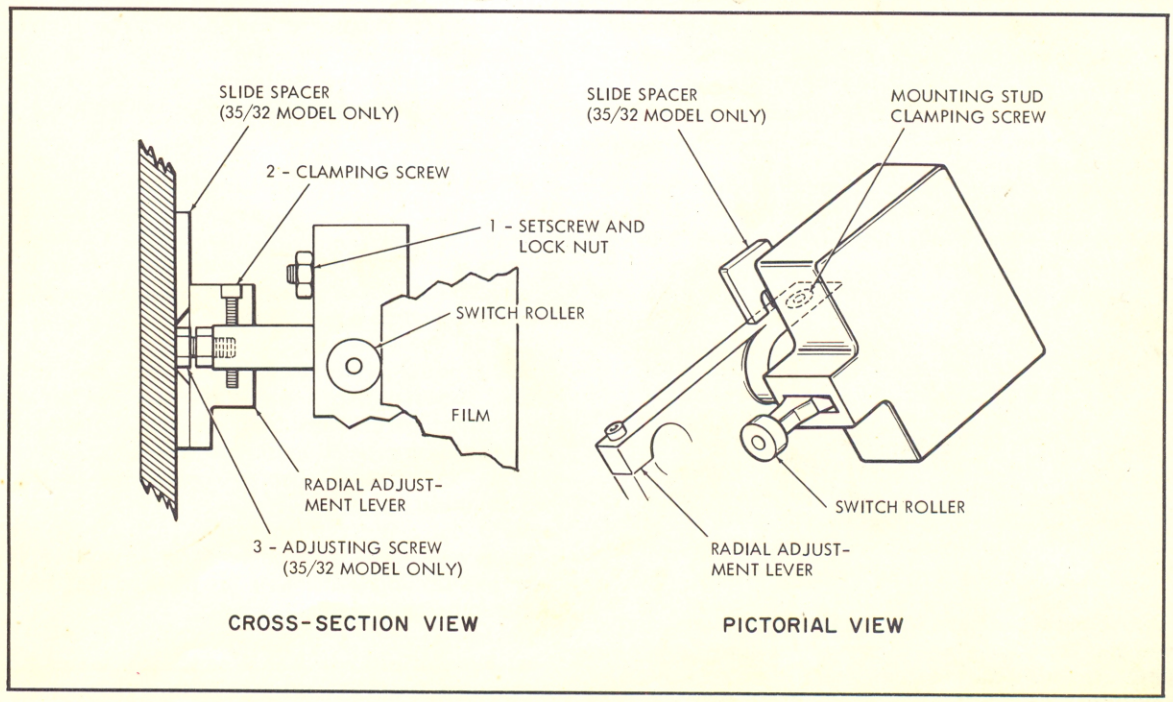

Figure 32. Notch Cue Switch Adjustment
5-7. NOTCH CUE SWITCH ADJUSTMENT (Figure 32).
NOTE: The Model 35/32 printer is equipped with a device to facilitate the shift of the notch switch from the 35/32-mm position to the 16-mm position without the necessity of readjusting the cue switch roller to the notch. It is necessary, of course, that the 16-mm notch size be used on both films. Note, in figure 32, that a slide plate between the radial adjustment lever and gear case is used to shift the switch in or out an exact amount equal to the difference in the gear case-to-film edge distance between the two film sizes. With the slide in the up position, the head of the adjusting screw (3) on the inner end of the switch stud enters an opening in the slide and bears directly against the gear case. With the slide plate in the down position, the switch is repositioned so that the head of the adjusting screw bears against the slide plate.
b. Loosen the lock nut on the adjusting setscrew (1) at the back of the switch housing. Gently turn setscrew in as far as it will go without forcing; then back the setscrew off 1/4 turn.